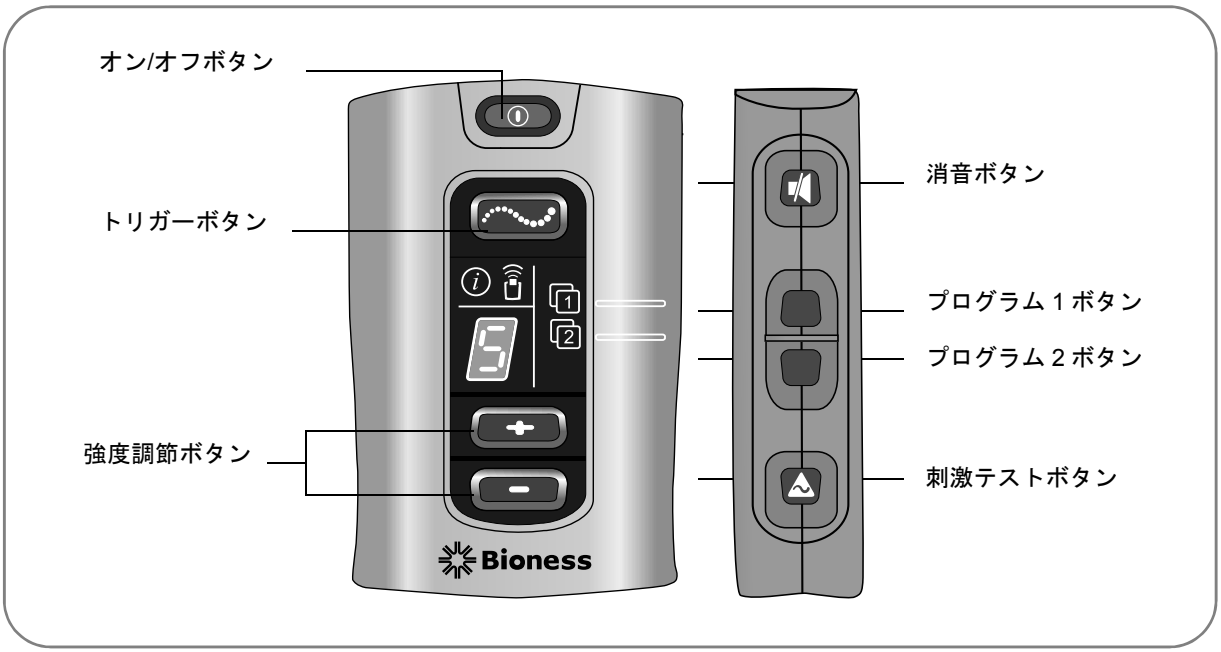

図 9-1：操作ボタン
刺激テストボタンは、装具が腕の上に正しく配置されているかどうかをテストするためのものです。このボタンはコントロールユニットの側面にあります（図 9-1 を参照）。
2. プログラム 2 ボタンを押します（図 9-1 を参照）。プログラム 2 を選択すると、 2 プログラム 2 のインジケーターが緑色になります。